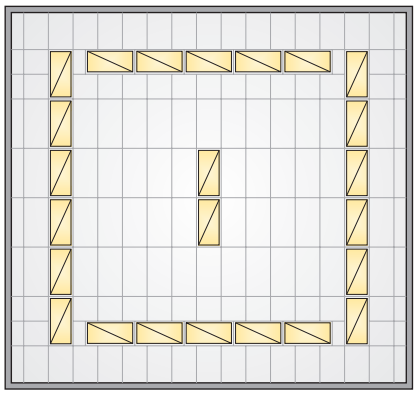

Figure 6 – “Modified Doughnut” Classroom Recessed Lighting Design
- A typical classroom with a “modified doughnut” pattern of two lamp troffers (see Figure 6 below). By orienting luminaires parallel to all walls, superior upper wall lighting occurs, although this pattern may cause slightly more glare than by simply using a grid layout.